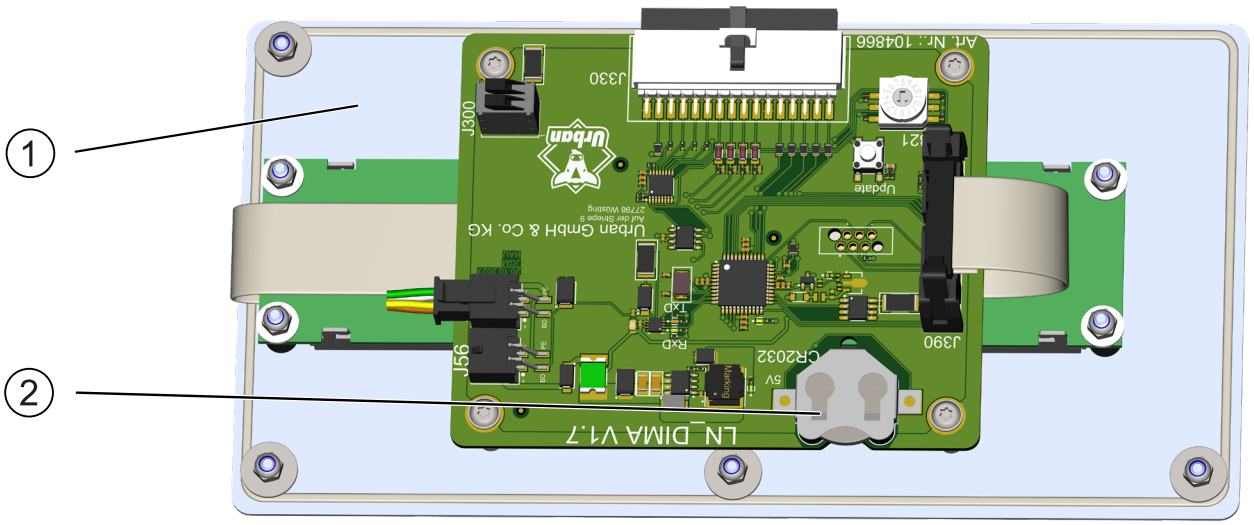

Afbeelding 27: Vervangen van de batterij voor de datum/kloktijd
Wanneer het display een onjuiste datum en kloktijd weergeeft, moet de batterij ① op de printplaat aan de onderkant van het bedieningspaneel ② worden vervangen zie Afbeelding 27 “Vervangen van de batterij voor de datum/kloktijd”, op pagina 81).